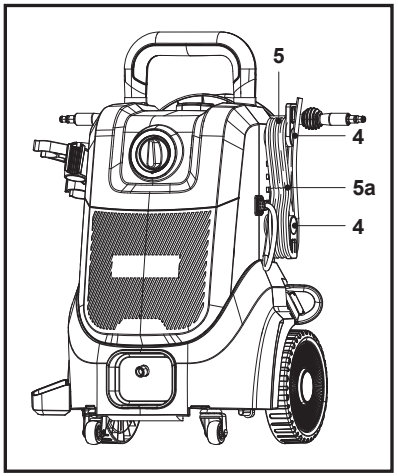

Fig. 25
2. Enrolle el cable de alimentación (5) alrededor de los dos anclajes (4) y fíjelo en su sitio con el sujetacables suministrado (5a) (Fig. 25).